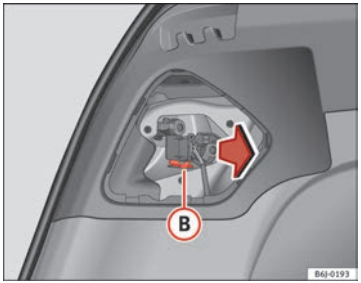

Fig. 174 Removing the bulb holder
– Remove the bulb holder by pressing the clip (B) ⇒ Fig. 174 and pulling outwards.